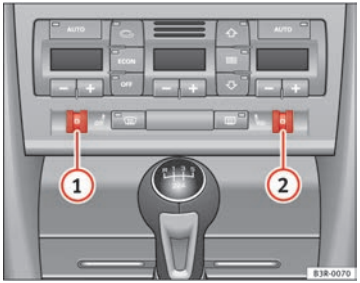

Fig. 142 Detailed view of the dash panel: Thumbwheel controls for seat heating
Turn thumbwheel (1) or (2) ⇒ Fig. 142 to switch on and adjust the heating on the left or right front seats.